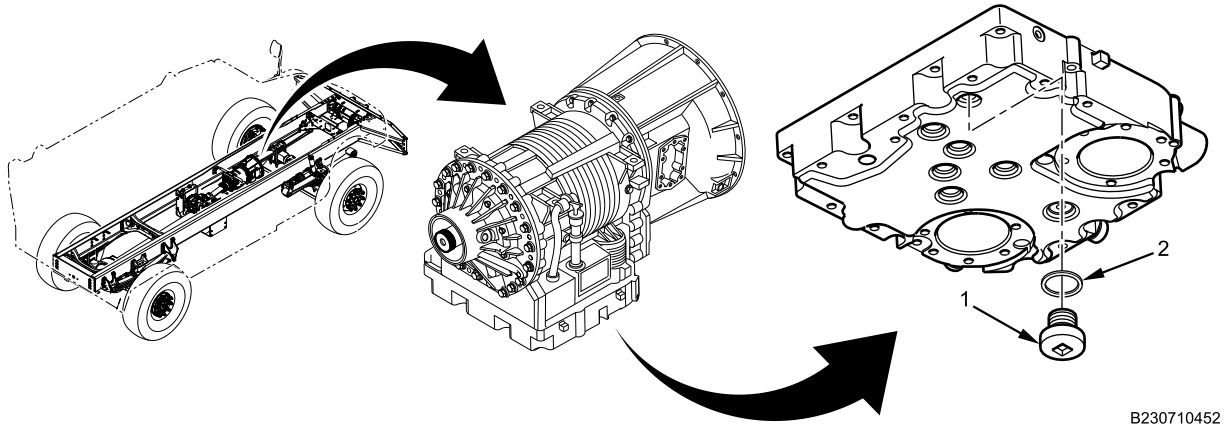

Figure 1. Drain Plug.
1. Remove drain plug (Figure 1, Item 1) and O-ring (Figure 1, Item 2) from transmission. Discard O-ring.
4. Install new O-ring (Figure 1, Item 2) on drain plug. Install drain plug (Figure 1, Item 1) on transmission. Tighten to 18-25 lb-ft (24-34 N•m).